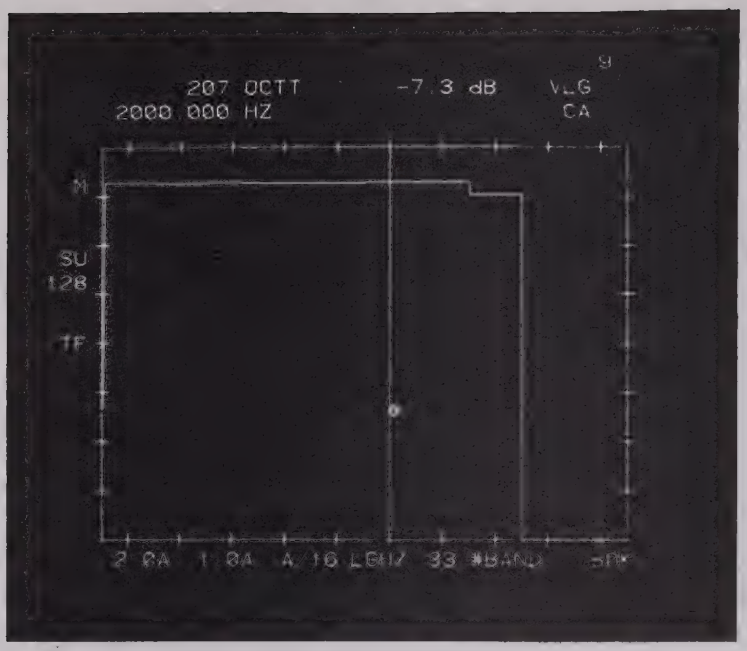

FIGURE O-16
b. Figure O-16 is the Transfer Function in Octave (Octave Transfer Function Magnitude - Definition 5).